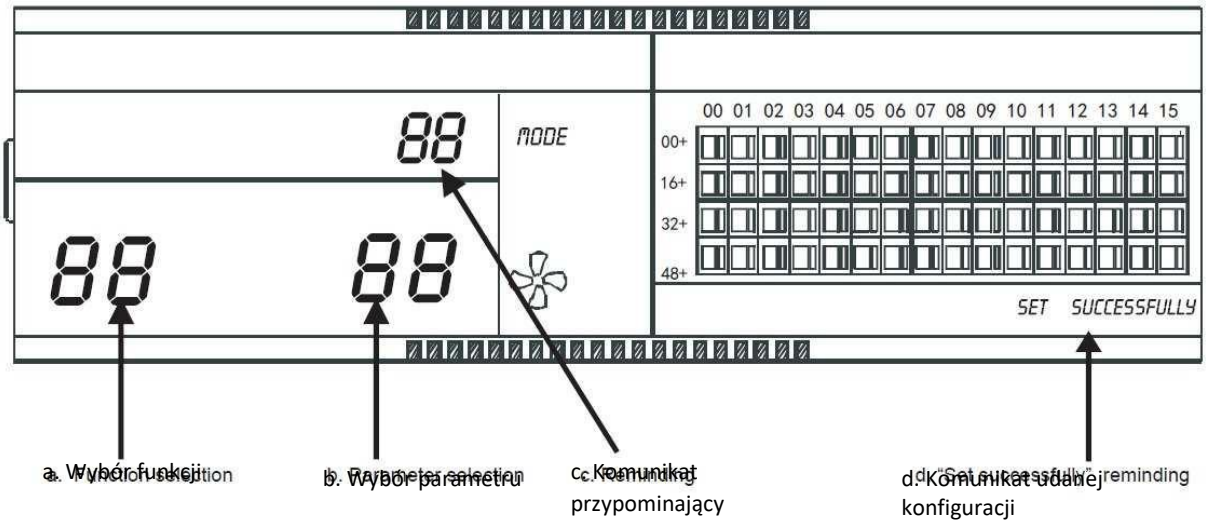

Rys. 2.9 Pola wyświetlacza używane podczas konfigurowania funkcji przypominającej o konieczności oczyszczenia filtra
A. Gdy sumaryczny czas załączenia zasilania klimatyzatora przekroczy wybrany parametr czasowy ustawiony w sterowniku centralnym, przypomni on użytkownikowi o konieczności wyczyszczenia filtra. Na wyświetlaczu LCD pojawi się wtedy 2-literowy komunikat przypomnienia “FL”, widoczny w 2-segmentowym polu (pole c. na rys. 2.9).
Na wyświetlaczu LCD w 2-segmentowym polu (punkt a na rys. 2.9) zacznie migać z częstotliwością 1 Hz (domyślnie jest nim: 00), kod wybieranej funkcji (zobacz tab. 2-2 zamieszczoną poniżej).
B. Po wejściu w wybieranie parametru funkcji włączy się na wyświetlaczu LCD pole 2-segmentowe (punkt b na rys. 2.9), i zacznie migać z częstotliwością 1 Hz, wyświetlając kod aktualnie wybranego parametru. Przyciskami “ INC ” i “ DEC ” należy wybrać żądany parametr.
D. Po pomyślnym ustawieniu funkcji, na wyświetlaczu LCD w 2-segmentowe pole zostanie podświetlone, a na wyświetlaczu pojawi się komunikat “SET SUCCESSFULLY” (USTAWIENIA ZAAKCEPTOWANE POMYŚLNIE) (rys. 2.9, d). Po 3 s nastąpi samoczynne wyjście z konfiguracji funkcji opcjonalnej. Wyświetlacz wróci do stanu normalnego.